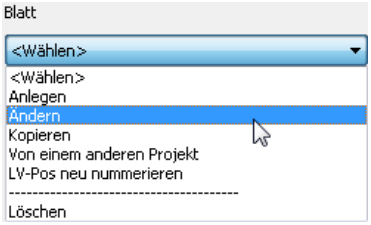

Bild 18.37 – Ändern eines Blattes
- aktivieren Sie dieses und rufen die Funktion *Ändern* aus dem Listenfeld der Blätter auf (Abb. 18.37).